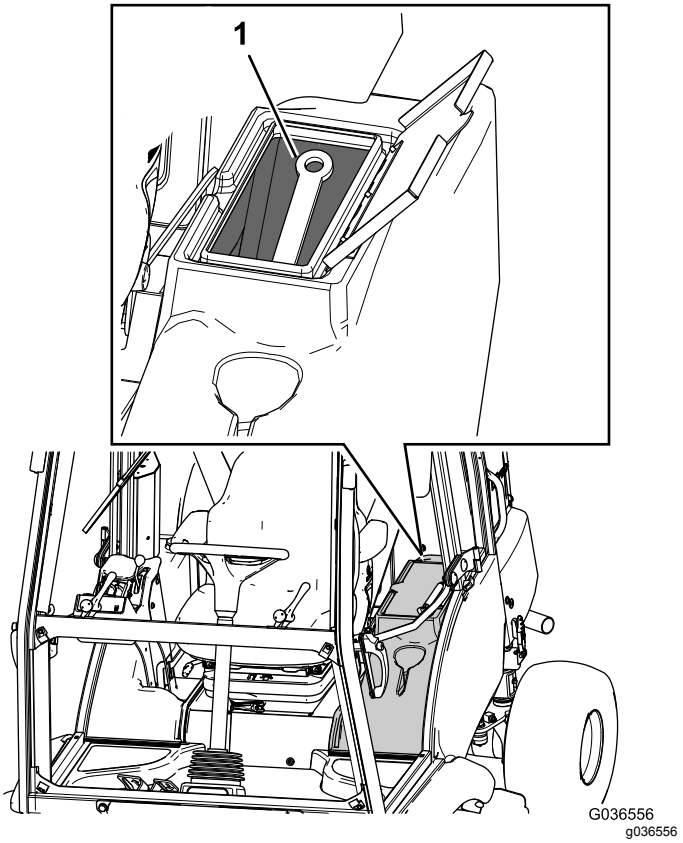

Figuur 21
C. Plaats de veiligheidsbeugel in de houder (Figuur 21).